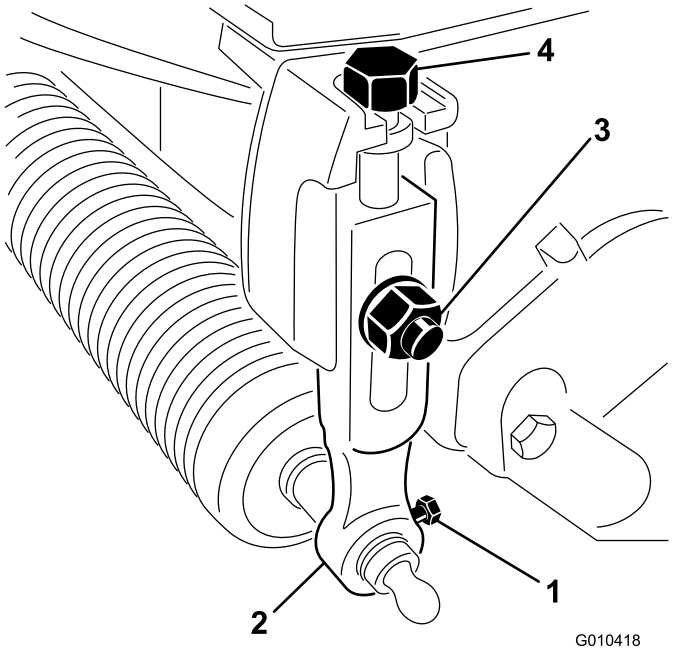

Figura 1
2. Desaperte os parafusos que prendem cada extremidade do rolo da frente aos braços da altura de corte (Figura 1).
3. Retire os parafusos de carroçaria, anilhas e porcas que prendem os braços da altura de corte a cada unidade de corte e retire o conjunto do rolo mais braços da altura de corte (Figura 1).
4. Remova os parafusos de ajuste da altura de corte dos braços da altura de corte (Figura 1).